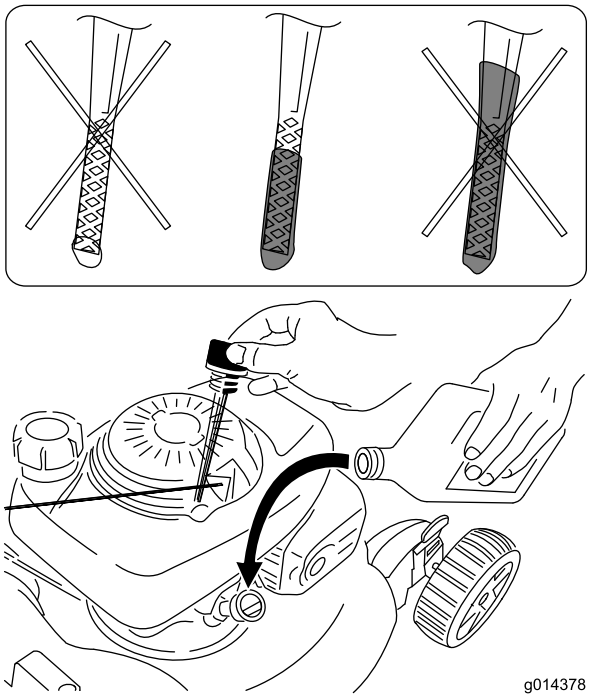

Figuur 6
2. Verwijder de peilstok en veeg deze af met een schone doek. (Figuur 6).
4. Giet **langzaam** kleine hoeveelheden olie in de vulbuis en controleer het peil periodiek met behulp van de peilstok zoals wordt getoond in Figuur 6 totdat u op de peilstok kunt aflezen dat het carter is gevuld. **Niet te vol vullen.**(Maximale vulhoeveelheid: 0,55 l), **type: SAE 30 reinigingsolie** met onderhoudsclassificatie SH, SJ, SL van het American Petroleum Institute [API] of hoger.